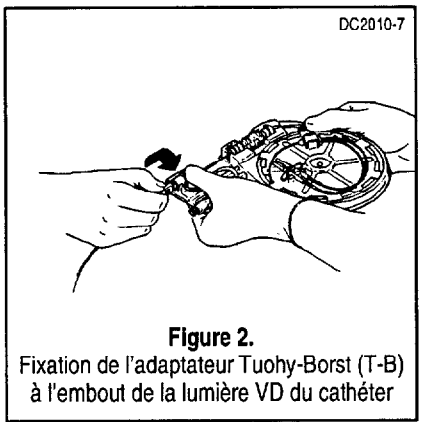

Figure 2. Fixation de l'adaptateur Tuohy-Borst (T-B) à l'embout de la lumière VD du cathéter
3. Déconnecter l'embout VD du cathéter du capteur de pression. Retirer le capuchon de protection de l'adaptateur Tuohy-Borst (T-B). Connecter l'adaptateur T-B à l'embout de la lumière VD (Figure 2). **Attention à ne pas endommager l'extrémité de la sonde.**